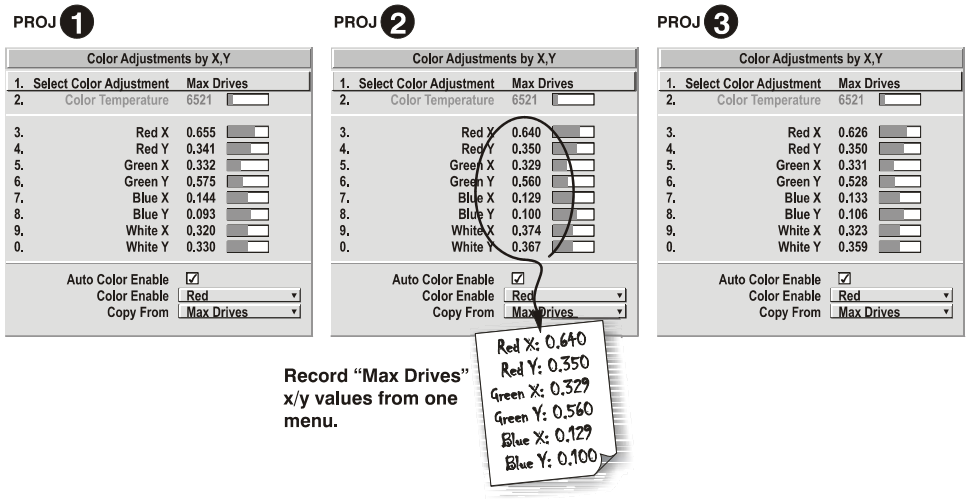

***Figure 3.14. Jot Down a Set of ”Max Drives” X/Y Values***
4. Display the *Color Adjustments by X,Y* menus for all projectors. Each menu shows the x/y coordinates defining the “Max Drives” color gamut for this projector. Note the values shown in one (any) of the displays. See Figure 3.14. Or use the “Copy From” function to copy them into a “User” gamut in one projector.